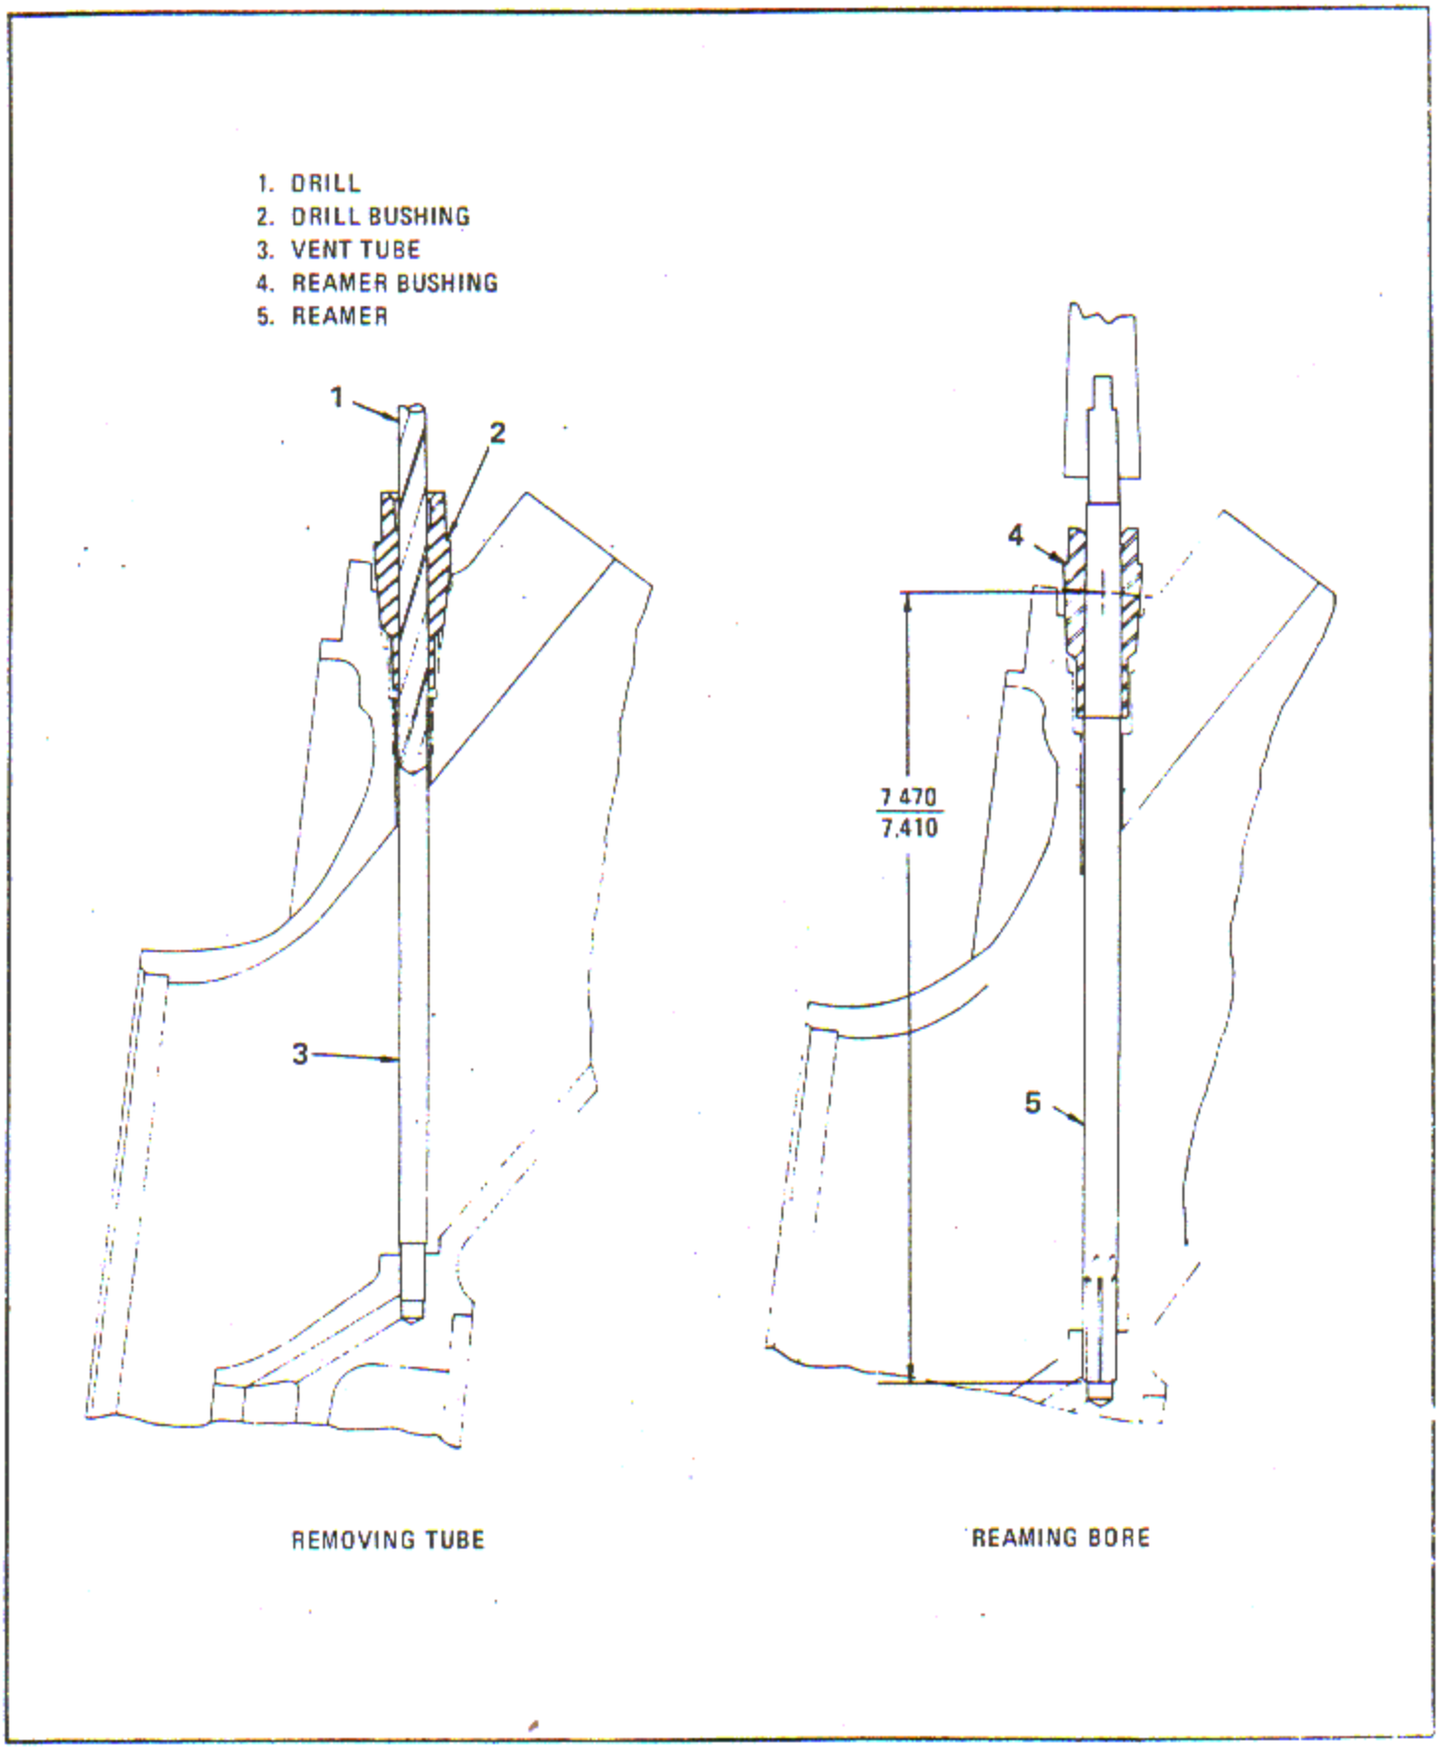

Figure 6-200. Removing Oil Seal Vent Tube and Reaming Diaphragm Bore
a. Remove the supercharger oil seal vent tube breather from the housing. Install drill bushing (2, figure 6-200) in the breather location. Using a standard 9/32 inch straight shank drill (Catalog No. 464, Whitman and Barnes, Plymouth, Mich., or equivalent) drill out the vent tube end to a depth sufficient to pass through the threaded area as shown.
b. Remove the drill (1) and drill bushing (2). Using pliers, unscrew the worn tube from the housing.
a. Install reamer pilot bushing (4, figure 6-200 in the breather hole.
b. Select the proper oversize reamer (5) that will clean up the diaphragm bore only.